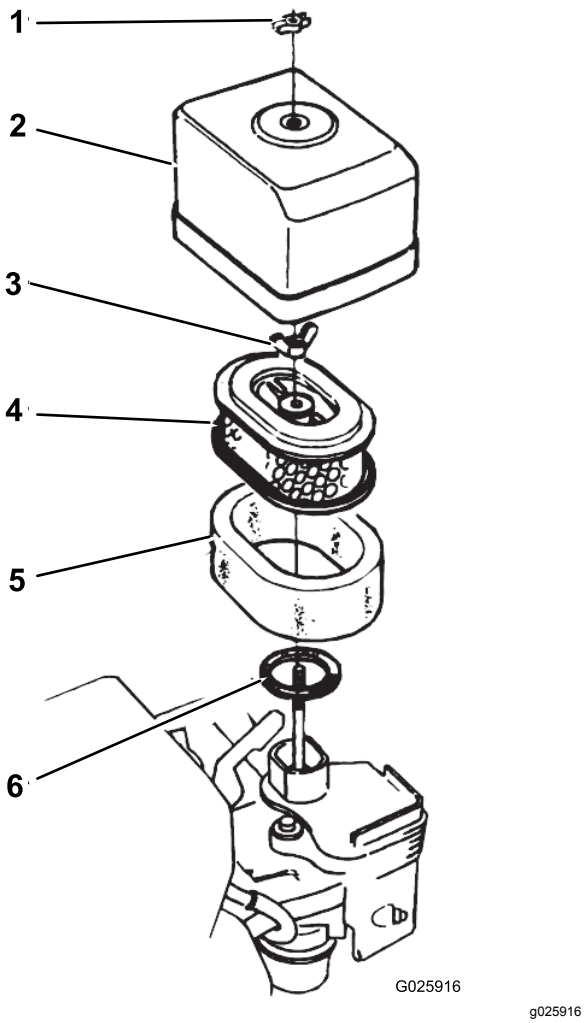

**Figura 30**
2. Retire a porca de orelhas que fixa a cobertura do filtro de ar e retire a cobertura (Figura 30).
5. Monte a cobertura do filtro de ar no filtro com a porca de orelhas (Figura 30).
1. Retire a porca de orelhas que fixa a cobertura do filtro de ar e retire a cobertura (Figura 30).
2. Retire a porca do filtro de ar e retire o filtro (Figura 30).
3. Retire o elemento de esponja do filtro de ar do elemento de papel (Figura 30).
1. Monte o elemento de esponja do filtro de ar no elemento de papel (Figura 30).
2. Inspecione a junta para detetar desgaste e danos (Figura 30).
3. Certifique-se de que a junta está posicionada na entrada de ar para o carburador (Figura 30).
4. Monte os elementos do filtro de ar no carburador com a porca de orelhas (Figura 30).
5. Monte a cobertura do filtro de ar no carburador com a outra porca de orelhas (Figura 30).